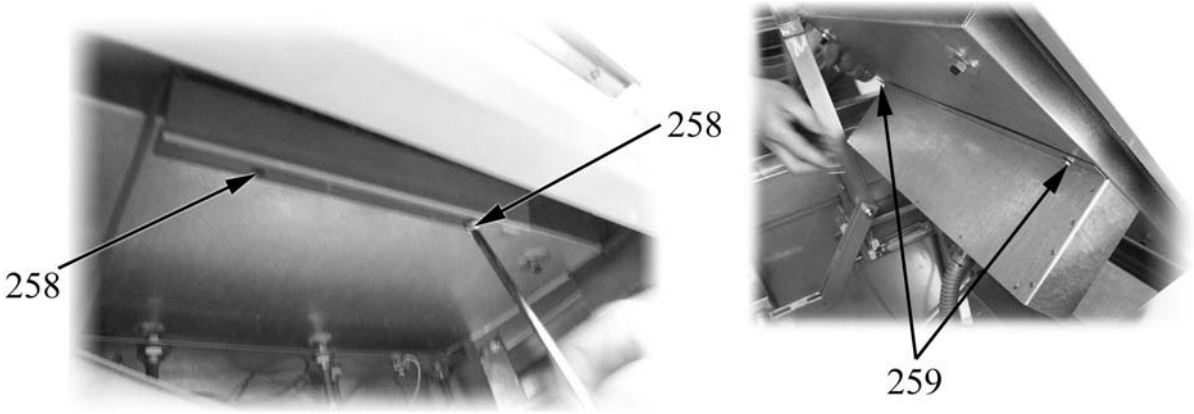

Fig. 27
- unscrew the screws shown as item 258 in Fig. 27;
- unscrew the bolts shown as item 259 in Fig. 27;